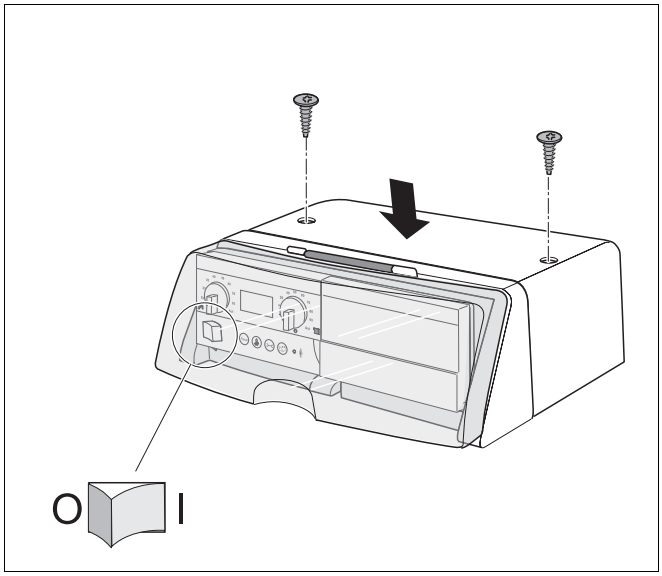

Abb. 10 Abdeckhaube montieren
- Abdeckhaube am Regelgerät (Abb. 10) in den Führungsschienen nach unten führen.